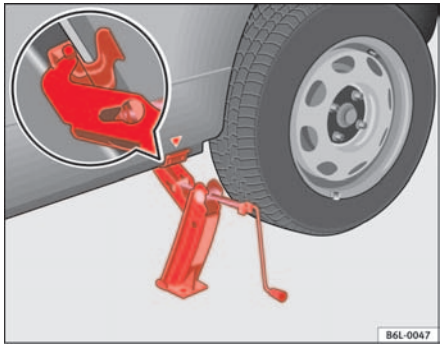

Fig. 133 Fitting the jack
– Align the jack so that the arm of the jack fits around the rib under the door sill and the movable base plate of the jack is flat on the ground ⇒ fig. 133.